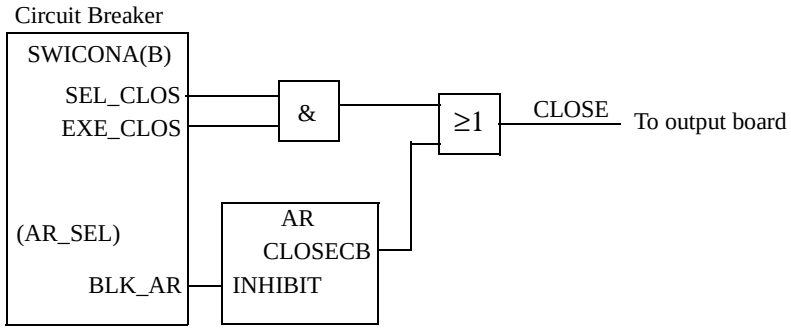

Figure 32: Connections between autoreclosing (AR) module and apparatus control modules
Figure 32: shows the interaction between the autoreclosing (AR) module and the apparatus control modules. The OR gate for the close signal must have the same execution cyclicity as the autoreclosing module. The signal BLK_AR from SWICON is used to block the autoreclose function at the moment the circuit breaker is under operation.